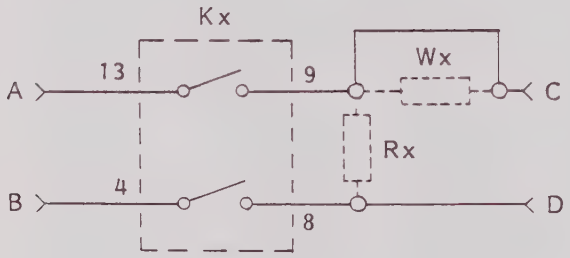

Figure 3-3, 1260-13 Channel
3.3.2 Figure 3-3 shows a 1260-13 channel with a series and shunt element associated with each channel. The series elements are designated W1 to W40 while the shunt elements are designated R1 to R40. To allow immediate use of the module, a zero-ohm jumper is installed on all positions for W1 to W40. No component is installed on R1 to R40.